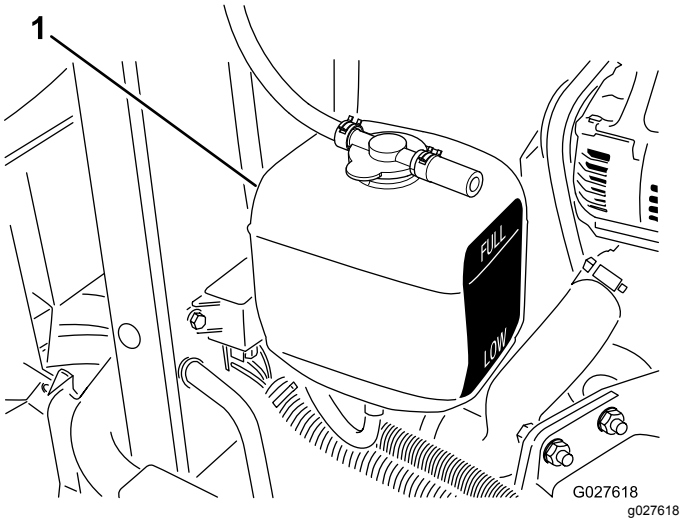

Rysunek 40
1. Należy sprawdzać poziom płynu w zbiorniku wyrównawczym (Rysunek 40).